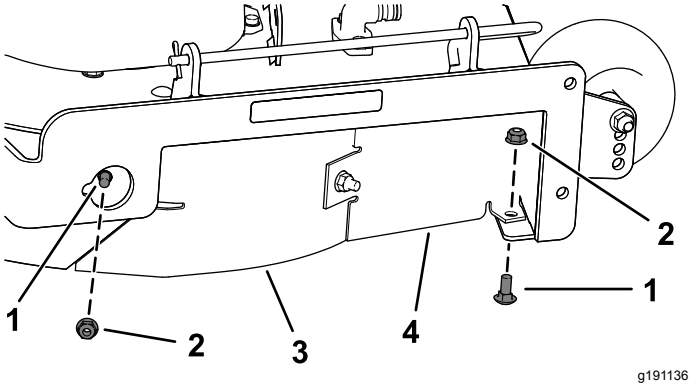

Rysunek 13
7. Zdemontuj 2 śruby zamkowe (5/16 x ¾ cala) i 2 nakrętki zabezpieczające (5/16 cala) mocujące zamontowaną prawą przegrodę i osłonę przegrody do podwozia tnącego kosiarki (Rysunek 13).